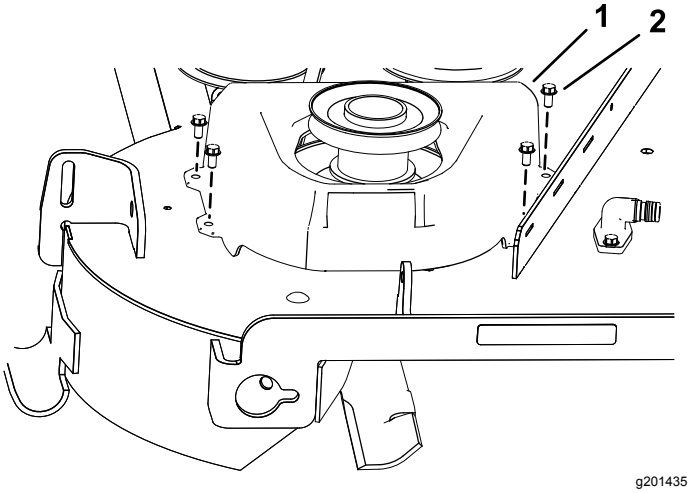

Figur 12
4. Monter den nye remskærm over remskiveenheden vha. de 4 skruer (¼" x ½"), der blev fjernet tidligere, som vist i Figur 12.